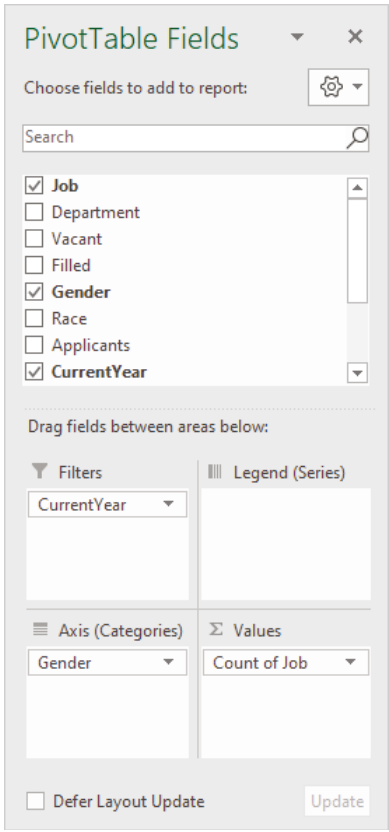

Figure 2.34: The PivotTable Fields task pane for the Gender chart
4. Drag the CurrentYear field to the Filters box, the Gender field to the Axis (Categories) box, and the Job field to the Values box. Figure 2.34 shows the PivotTable Fields task pane.